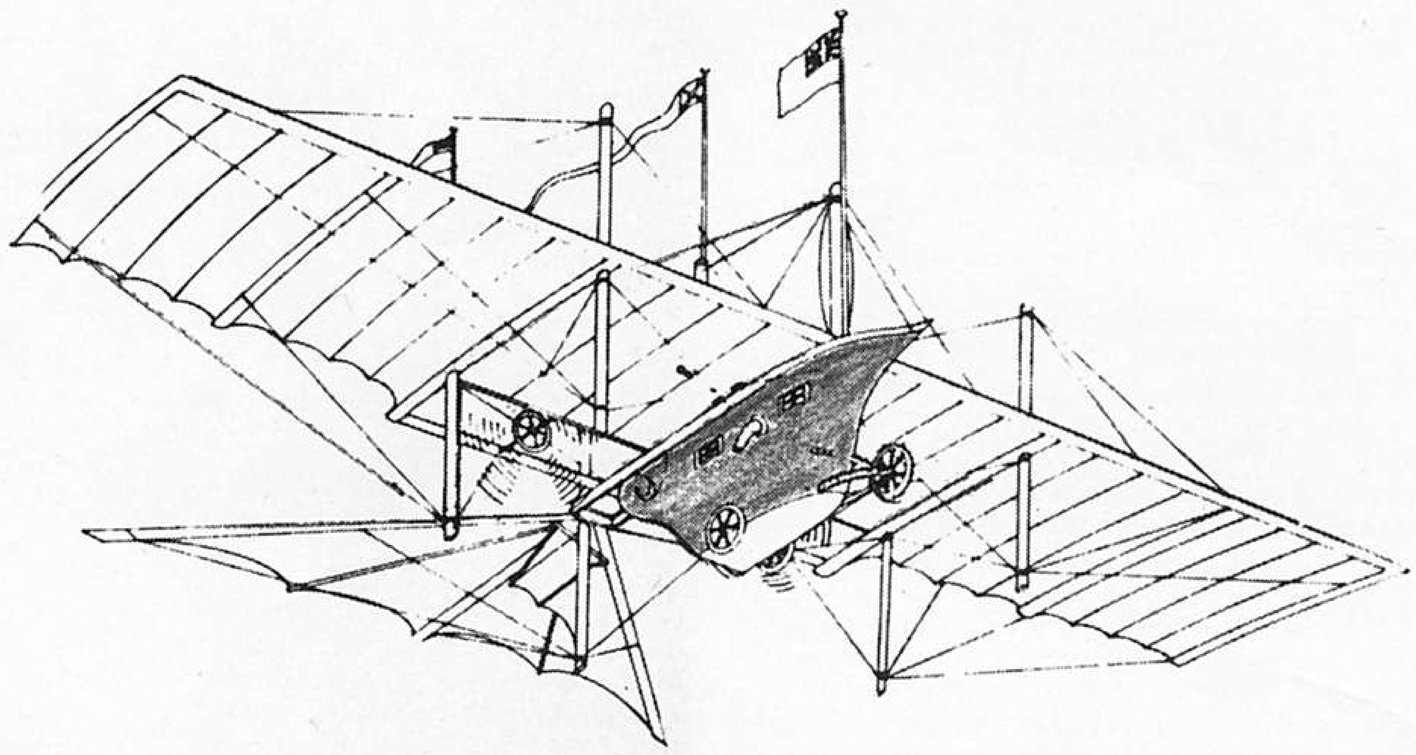

Fig. 1: Henson's 'Aerial Steam Carriage'.
W.S. Henson's design, the 'Aerial Steam Carriage' of 1843, owed much to Cayley's work, and was the first powered aircraft to feature a 'modern' configuration. Unfortunately, although it caught the public imatination, it was a failure. A model, when tested, failed to become airborne, and a full-size version was never built. The Aerial Steam Carriage was fifty years ahead of its time, because the steam engines then available were too heavy to be of use in flying machines. In spite of such disappointments, the foundations of aeroplane development were being laid by the work of such pioneers. A Meccano model of Henson's Aerial Steam Carriage, built by Mike Nicholls was illustrated on the front cover of the J.M.E. of March 1975, and the original is illustrated in Figure 1.